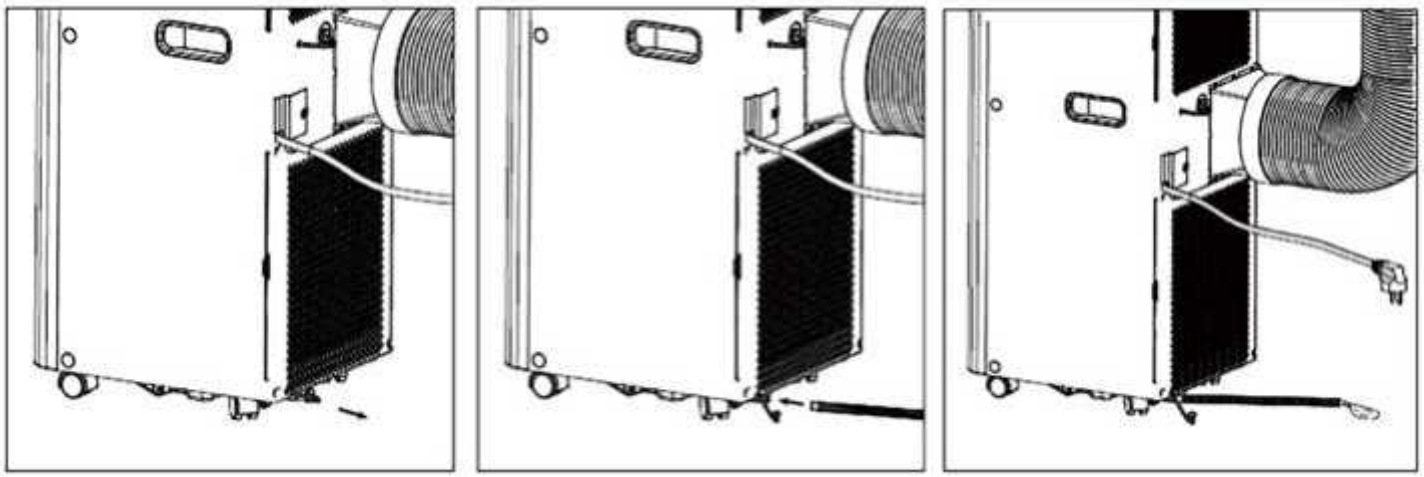

Abb. 9
3) Bringen Sie den Ablaufschlauch (Abb. 9) an (nur für Modell mit Heizfunktion).
Wenn Sie das Gerät längere Zeit nicht benutzen, entfernen Sie bitte den Gummistopfen aus dem Abflussloch am Boden des Geräts und lassen Sie das gesamte Wasser nach draußen ablaufen. Sie können die kontinuierliche Entwässerung mit einem an die untere Abflussöffnung angeschlossenen Ablaufschlauch nutzen, wenn das Gerät im Heizmodus arbeitet. Eine kontinuierliche Entwässerung ist nicht erforderlich, wenn das Gerät im Kühl- oder Entfeuchtungsmodus arbeitet. Das Gerät kann das Kondenswasser mithilfe des Spritzmotors automatisch verdampfen. Stellen Sie sicher, dass die Abflusslöcher gut verschlossen sind. Falls der Wasserspritzmotor beschädigt ist, kann eine kontinuierliche Entwässerung verwendet werden. Um den Ablaufschlauch an die untere Ablauföffnung anzuschließen (Abb. 9), funktioniert das Gerät ebenfalls einwandfrei. Falls die Spritzpumpe beschädigt ist, kann auch der periodische Ablauf genutzt werden. Unter diesen Bedingungen, wenn die Anzeigeleuchte für vollen Wassertank leuchtet, bringen Sie den Ablaufschlauch an der unteren Ablaufloch an. Alles Wasser im Wassertank wird anschließend abgelassen. Das Gerät kann auch gut funktionieren.